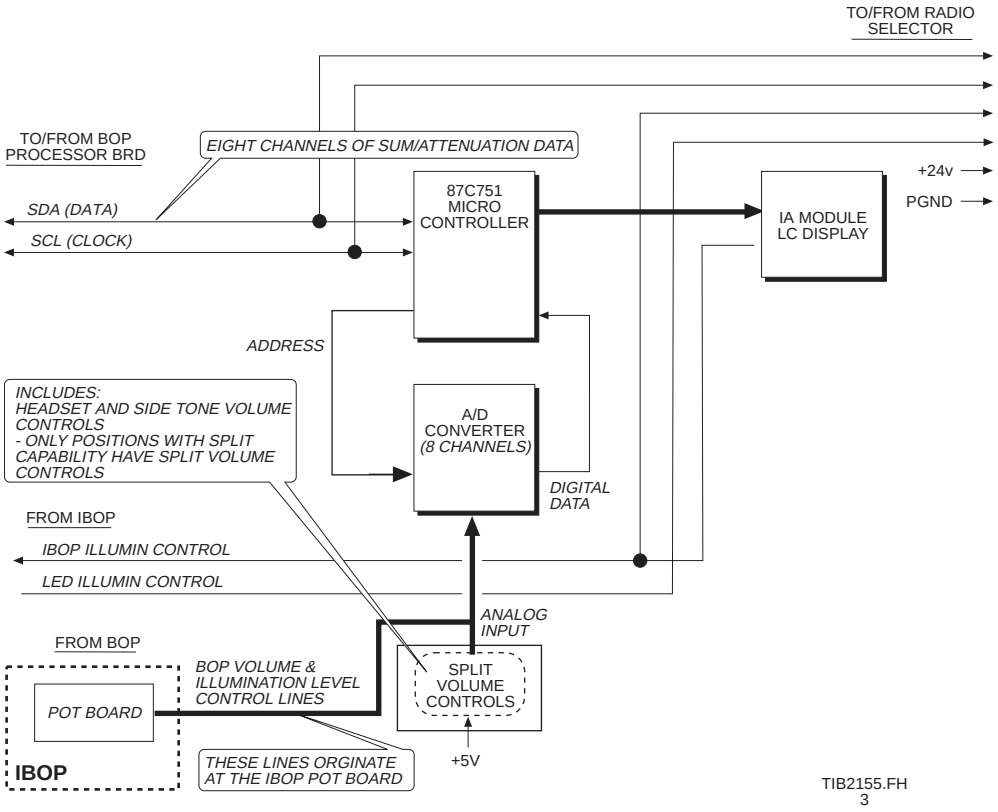

***Figure 5-74. IA Module Functional Block Diagram***
**Figure 5-74** for a functional block diagram of the unit.